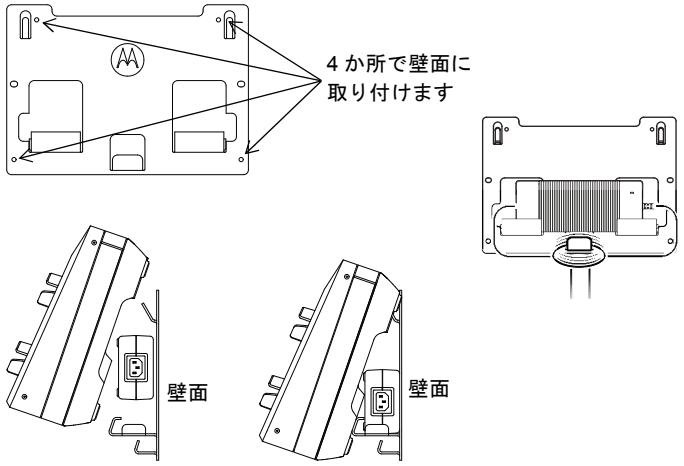

図 17: マルチユニット充電器の壁面ブラケットへの取り付け
4. 図 17 に示すように、壁面ブラケットにマルチユニット充電器を掛けます。